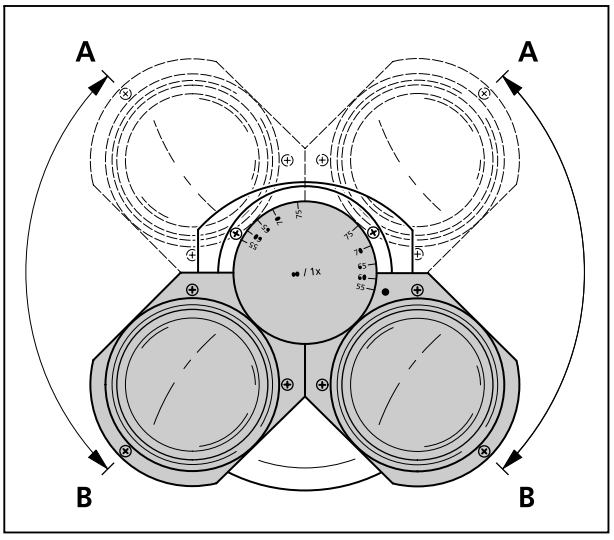

Bild 3-59 Einblickhöhe am binokularen Tubus einstellen
- Einblickhöhe durch Schwenken der Okularstutzen nach oben (Bild 3-59/**A**) oder nach unten (Bild 3-59/**B**) den individuellen Bedürfnissen anpassen.